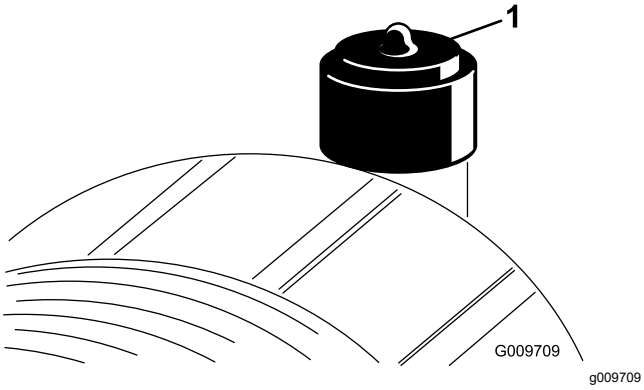

Figur 81
Overhal filteret på luftrenseren kun når indikatoren (Figur 81) tilsier det. Hvis du skifter filteret før det er nødvendig, øker det bare risikoen for at det kommer inn smuss i motoren når du fjerner filteret.
2. Tilbakestill indikatoren (Figur 81) hvis den viser rødt.